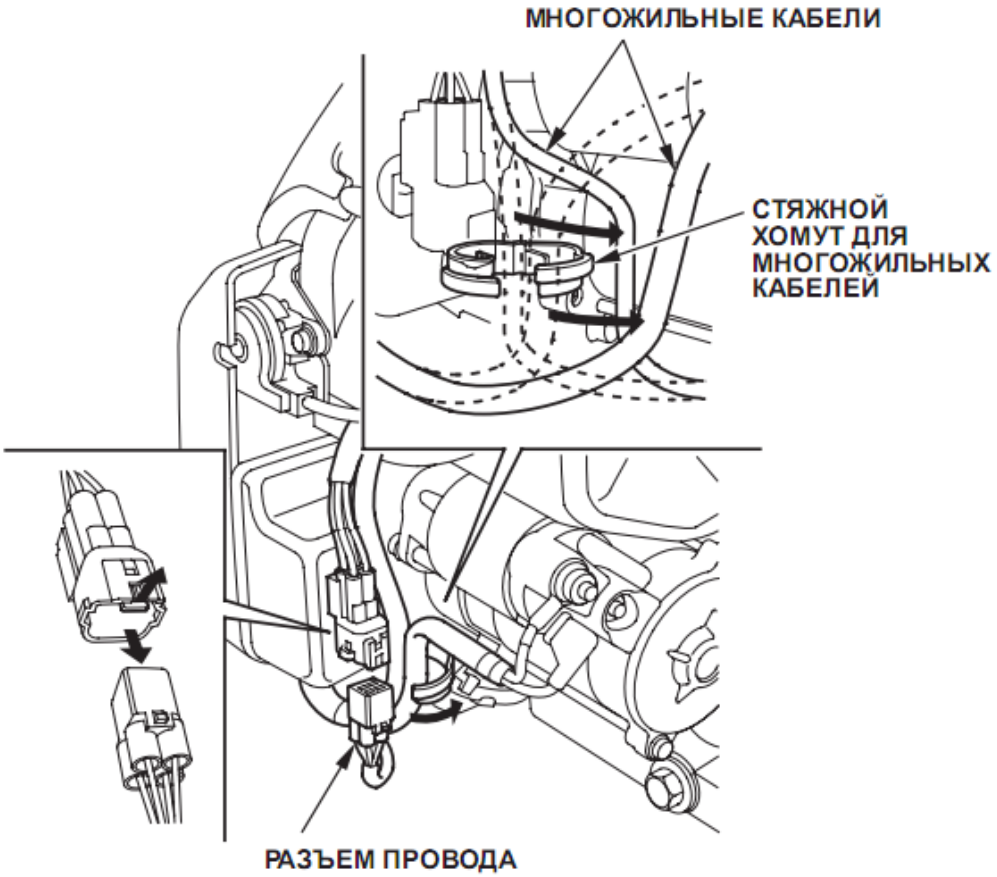

Рис. 4
– Релейная цепь электрического стартера и цепь зарядки аккумулятора защищены предохранителем на 30 ампер. Если предохранитель перегорит, электрический стартер не будет функционировать. (снять крышку предохранителя (см. рис. 4)).